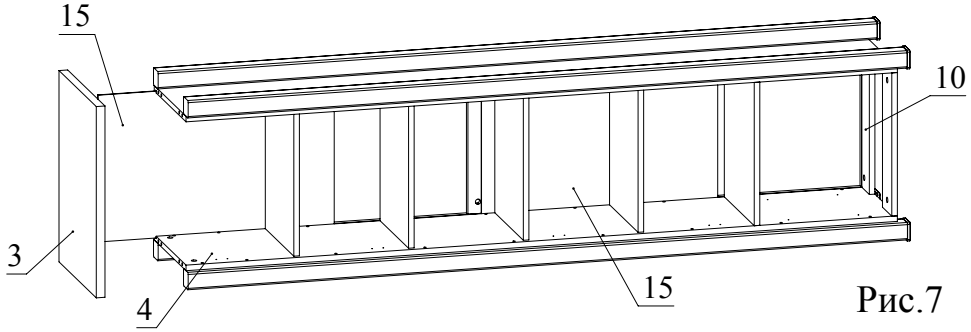

Рис.7
6. Вставить последовательно детали 15 в пазы деталей 4, 5, 10. Установить соединительный профиль для ДВП. Затем соединить деталь 3 с деталями 4, 5 и затяните головки минификсов (Рис. 7).